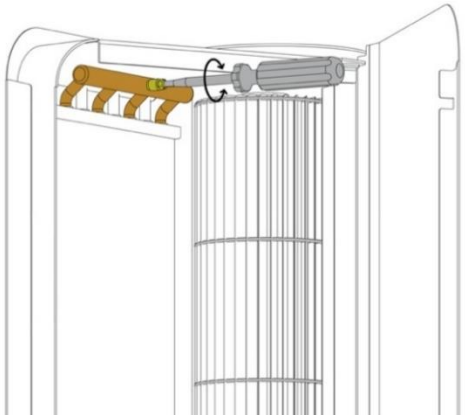

RYS. 17.2. WBUDOWANY ZAWÓR ODPOWIETRZAJĄCY.
1. Zalecane jest zastosowanie zaworów odpowietrzających w najwyższym punkcie instalacji. Przy instalacji pionowej urządzenia, odpowietrzenie należy wykonać przy użyciu wbudowanego zaworu (Rys.17.2), zabezpieczając przy tym pozostałe elementy urządzenia przed zalaniem.